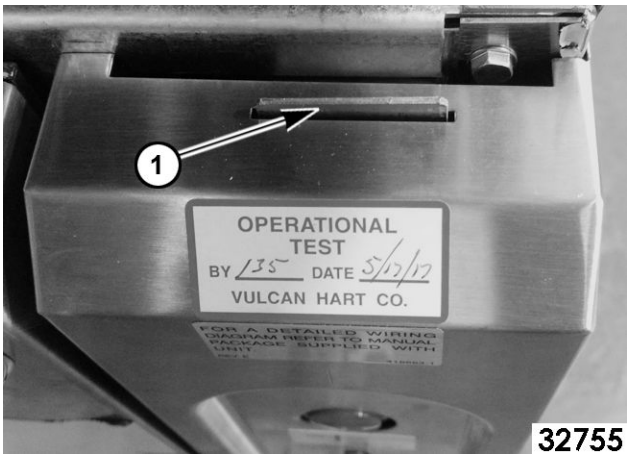

**Fig. 21**
5. Remove control panel by lifting up bottom and releasing from tab (1, Fig. 21) on top of panel.